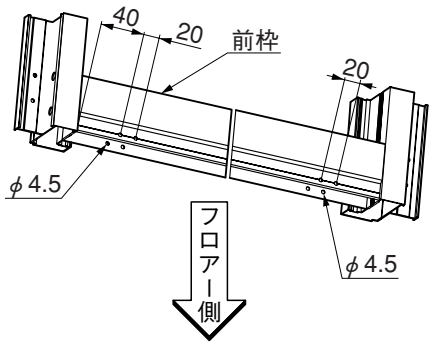

図4-5
❸図4-5のように前枠の下枠にφ4.5の穴を8ケ所あけてください。
❹前枠を側面上枠、側面下枠に、1-⑥で固定してください。
❺土間用固定材を「1-2収納庫側面基本寸法」の設置可能範囲の寸法を測って切断してから、前枠に9-①で取付けてください。